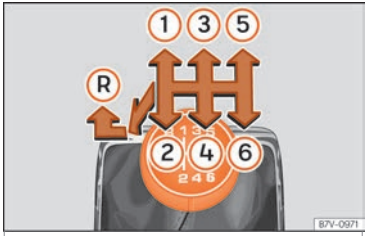

Fig. 50 Gear shift pattern of a 6-speed manual gearbox
The position of the gears is indicated on the gearbox lever ››› Fig. 50.
- With the gearbox lever in neutral, push it downwards, move it to the left as far as it will go and then forwards to select reverse ››› Fig. 50 Ⓡ.